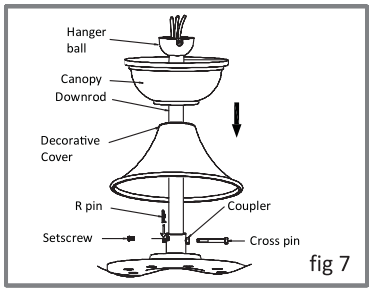

fig 7
3) Loosen the two setscrews in the down rod support. Install back the Cross pin and secured with the 'R' pin. (fig7)
4) The 'R' pin must be properly installed to prevent the Cross pin from working loose.(fig 7)